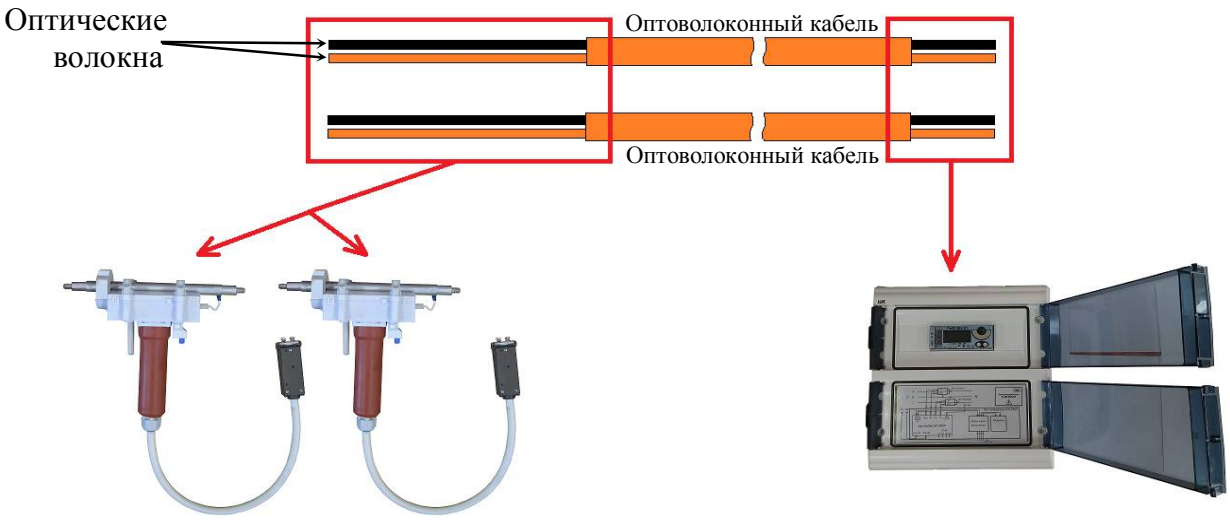

Рисунок 30
7.1 Проложить оптоволоконный кабель от ДИЭ до места установки БИ так, **чтобы конец кабеля с большей длиной зачистки оптоволокна был направлен в сторону ДИЭ, конец с меньшей длиной зачистки оптоволокна – в сторону БИ (см. рисунок 30).**